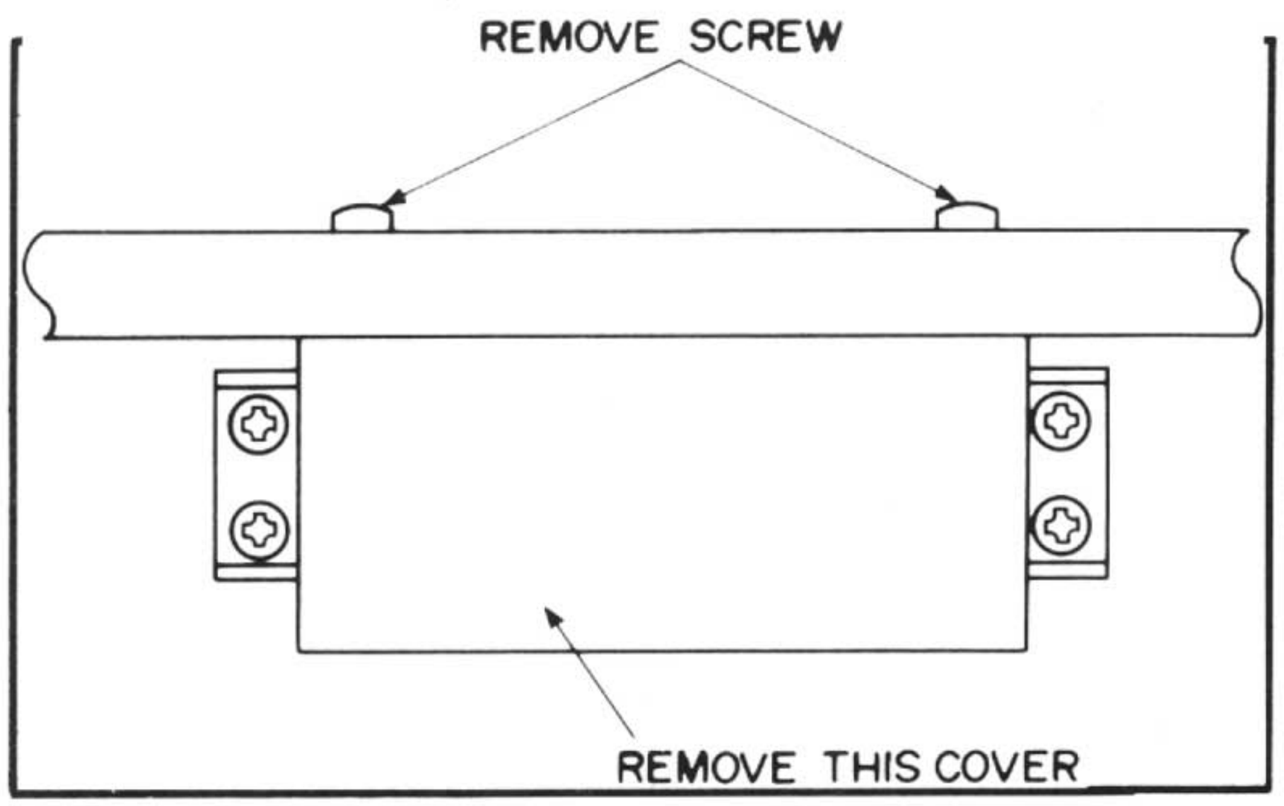

Figure 1 Remove the Terminal Cover
(1) Remove the top cover.
(2) Remove the Transformer Wire Connection Terminal Cover, loosen two Cover mounting screws on the rear panel, see Fig. 1